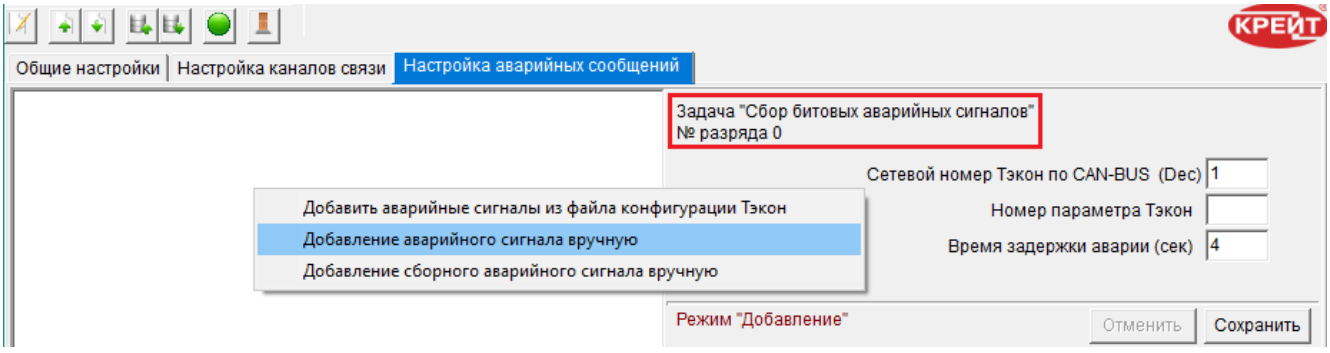
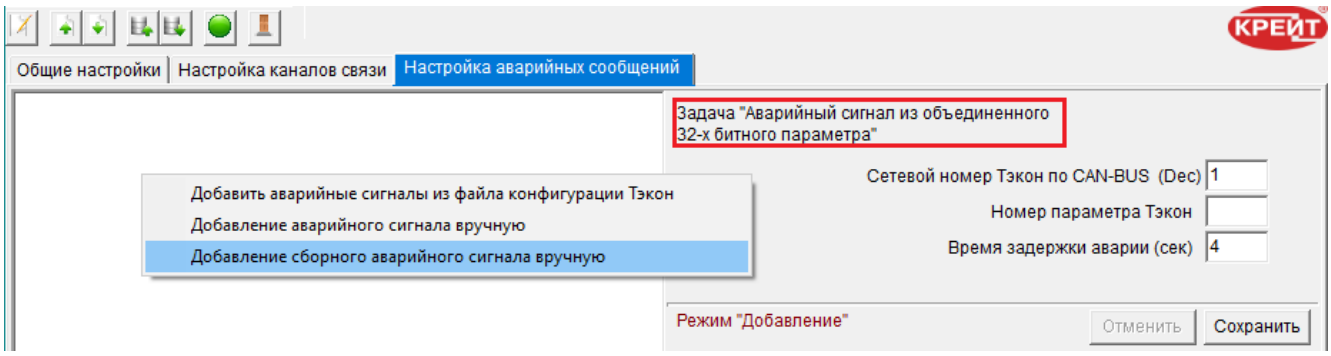

Рисунок 35 – Добавление одиночного аварийного сигнала вручную
Рисунок 36 – Добавление сборного аварийного сигнала вручную
1. В контекстном меню списка аварийных сигналов выбрать пункт «**Добавление аварийного сигнала вручную**» (см. рисунок 35) или «**Добавление сборного аварийного сигнала вручную**» (см. рисунок 36).